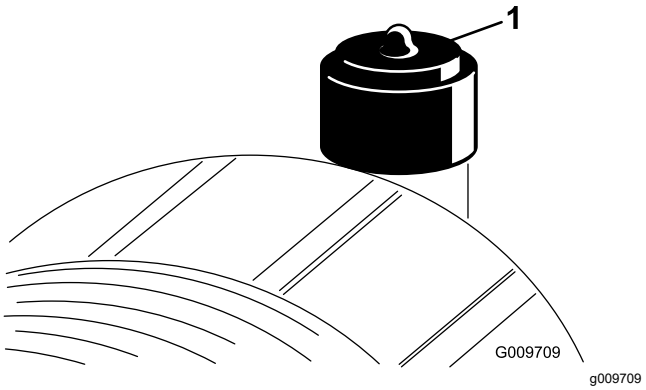

Figur 84
Efterse kun luftfilteret, når serviceindikatoren (Figur 84) viser, at det er nødvendigt. Hvis du udskifter luftfilteret, før det er nødvendigt, øger du blot risikoen for, at der kommer snavs ind i motoren, når filteret afmonteres.
9. Nulstil indikatoren (Figur 84), hvis den viser rødt.